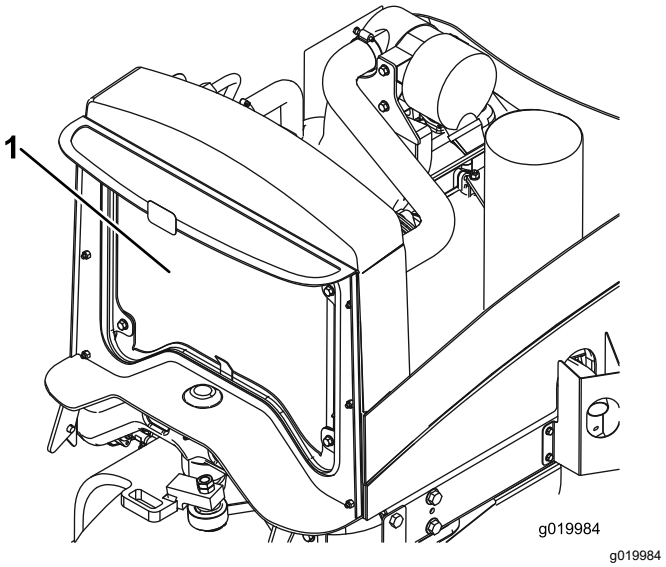

**Figure 61**
4. Nettoyez soigneusement les deux côtés du radiateur à l'air comprimé (Figure 61).